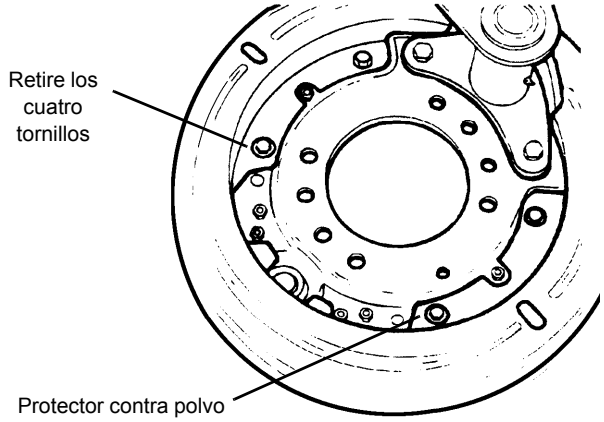

FIGURA 8-21
18. Retire los tornillos y la pinza de retención que fijan el guardapolvo a la cruceta y retire el guardapolvo (vea la Figura 8-21).
5. Instale nuevos sellos de grasa con un destornillador guiado de manera que los sellos estén al ras con el extremo del tubo de la escuadra de la cámara de aire (vea la Figura 8-21).